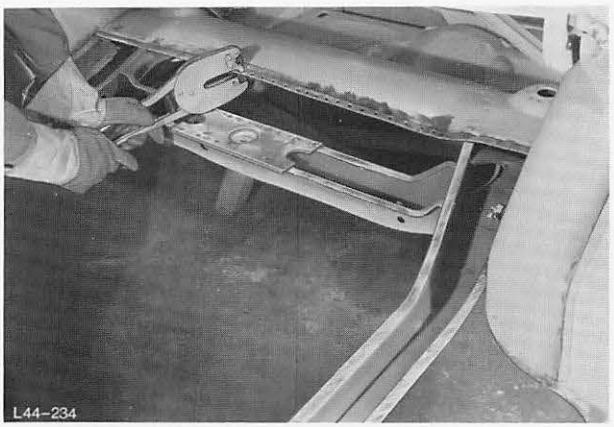

Abb. 249 Bodenblech für Lochschweißung lochen
5. Bodenblech im vorderen Bereich lochen, Abb. 249.